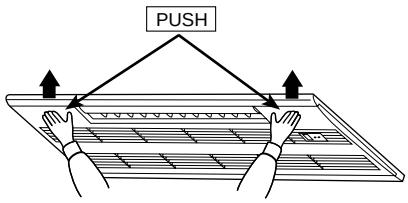

Figure 2
(2) Pull out the handle of air intake grille strongly toward you. (See Figure 2)